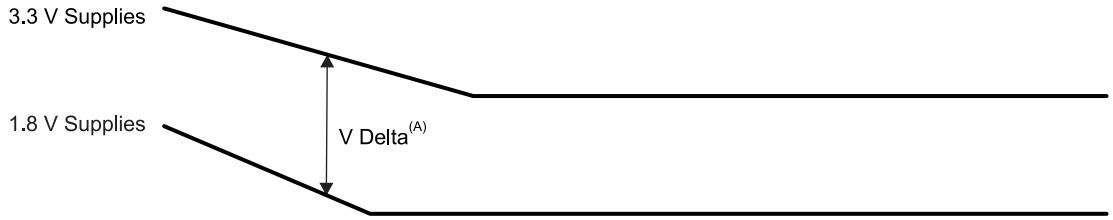

Figure 8-3. 1.8 V Supplies Falling Before 3.3 V Supplies Delta
(1) The 1.5-/1.8-V DVDD_DDR[x] and CVDD, CVDD_x variable supplies can be powered down prior to or simultaneously with the 1.8-V supplies.
(2) The 3.3 V supplies ***must*** never be more than 2 V above the 1.8 V supplies (see Figure 8-3).